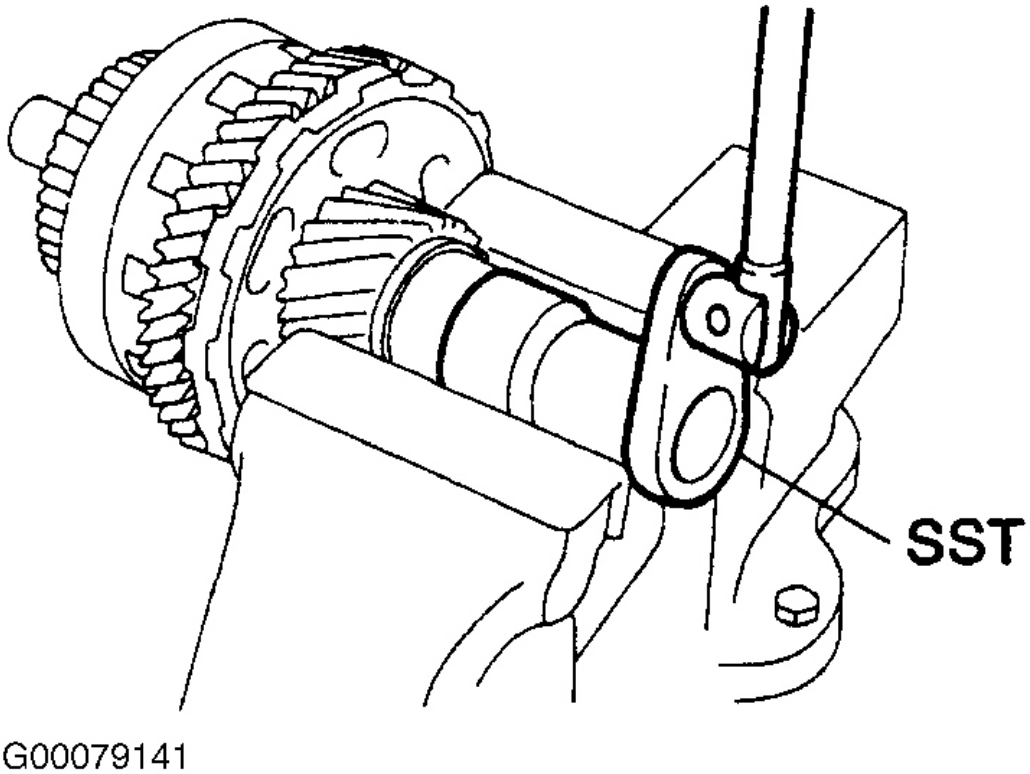
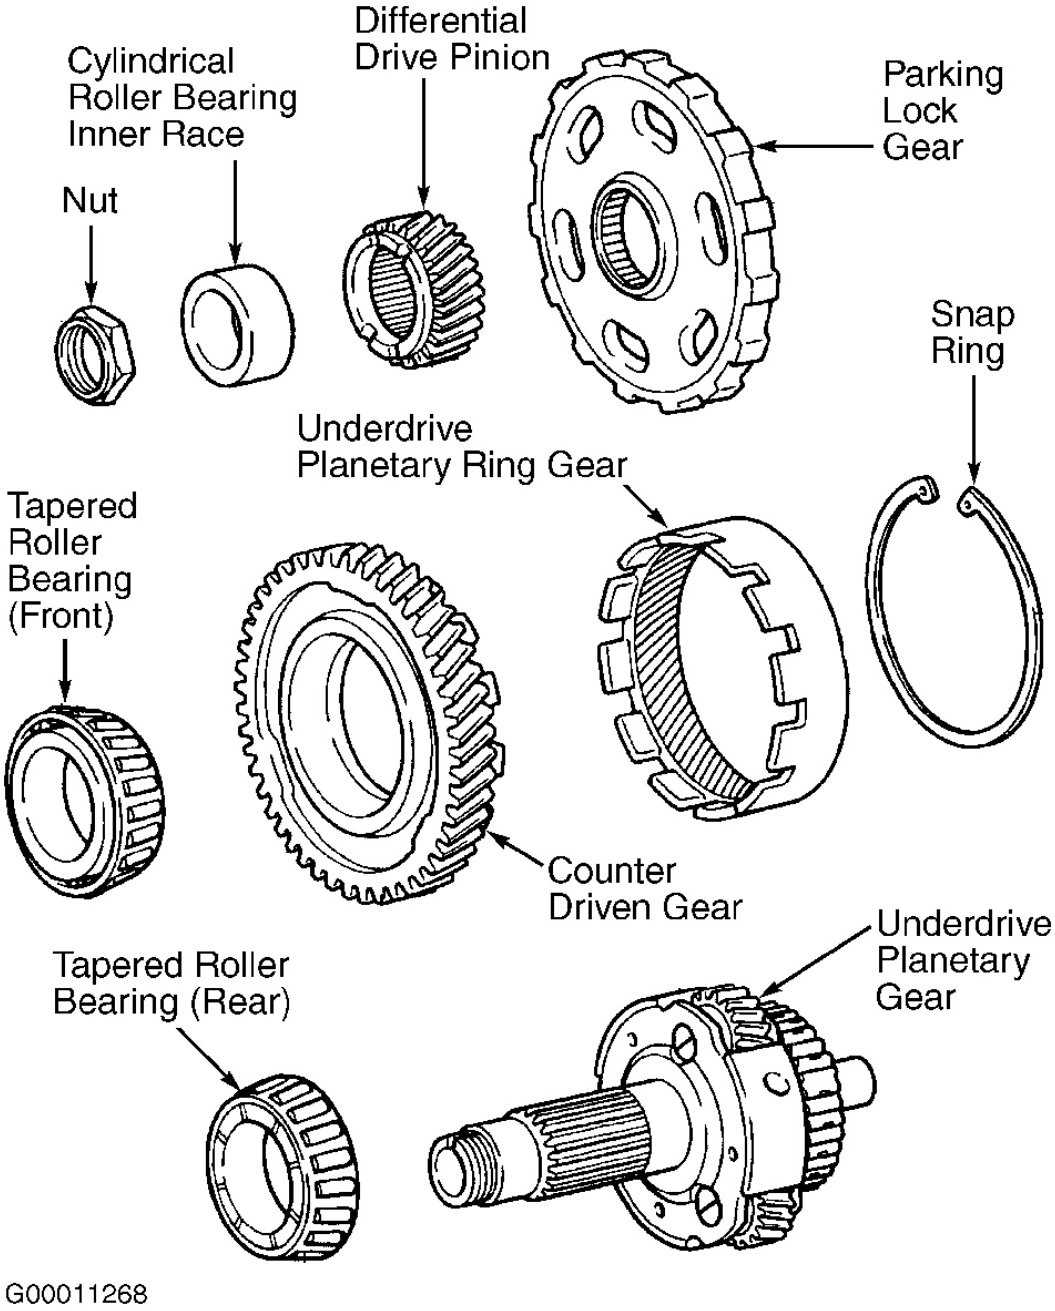

Fig. 42: Removing/Installing Underdrive Planetary Gear Lock Nut
Fig. 43: Exploded View Of Underdrive Planetary Gear Assembly
jawed vise. Use care not to damage differential drive pinion. Using appropriate socket, remove lock nut. See **Fig. 42**. Remove gear from vise. Using appropriate puller, remove cylindrical roller bearing inner race. See **Fig. 43**.
3. Using gear stand and appropriate press, remove differential drive pinion, parking lock gear, counter driven gear with underdrive planetary ring gear and front tapered roller bearing. See **Fig. 43**.